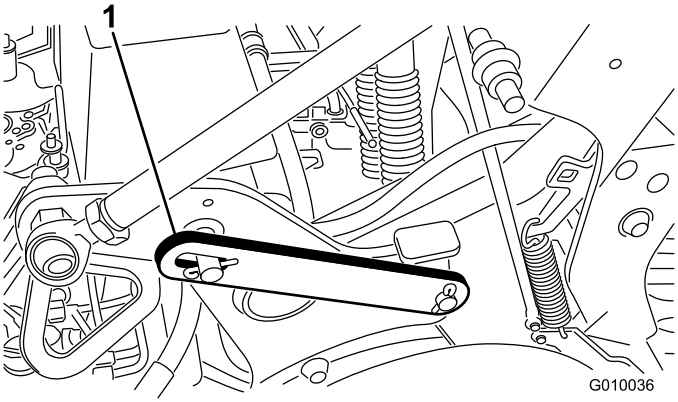

Rysunek 20
2. Usuń pierścień zaciskowy mocujący zaczep serwisowy w położeniu przechowywania (Rysunek 20).